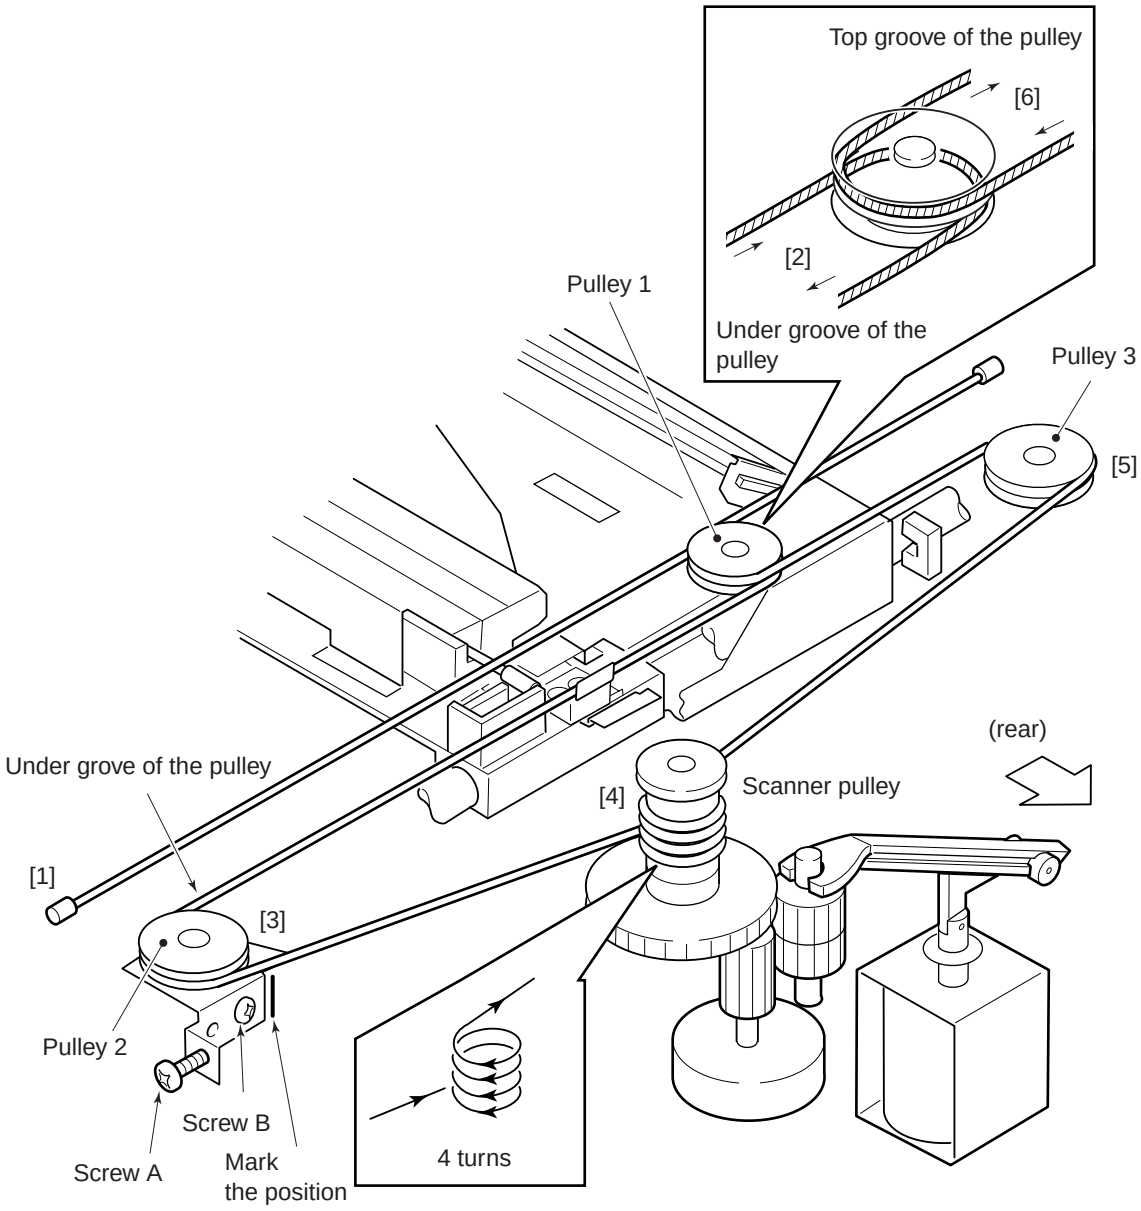

Figure 3-404 Scanner Drive Assembly
1) Route the scanner cable as shown in Figure 3-404.